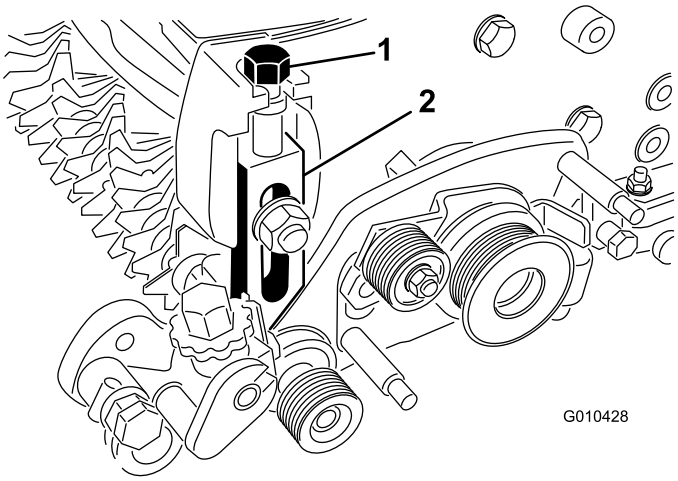

Figuur 14
6. Draai de stelbout voor de maaihoogte in de bovenzijde van de linker instelarm (Figuur 14).
7. Bevestig de linker instelarm op de zijplaat van het maaidek met de bestaande slotbout, moer, en ring (Figuur 14).
10. Draai de stelschroef voor de maaihoogte in de bovenzijde van de rechter instelarm (Figuur 14).
12. Bevestig de rechter instelarm op de zijplaat van het maaidek met de bestaande slotbout, moer, en ring (Figuur 14).